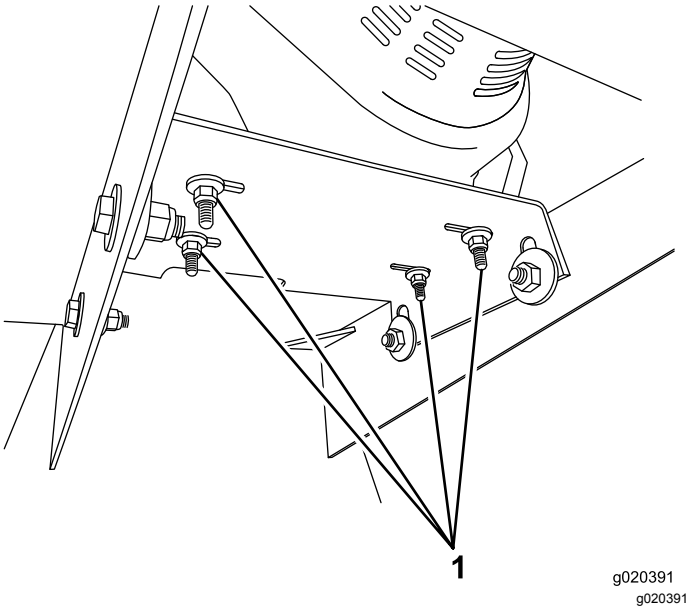

Figura 56
5. Afloje los 4 pernos y tuercas que sujetan el motor a la chapa de montaje del motor (Figura 56).
6. Apriete las cuatro tuercas y pernos de montaje a 24 N·m (18 pies-libra) (Figura 56).